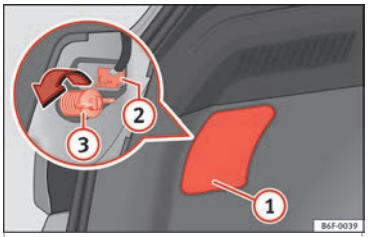
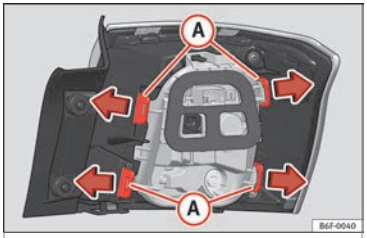

Rys. 116 W bagażniku: dostęp do śruby zabezpieczającej moduł świateł tylnych.
Rys. 117 Zaciski mocowania na tylnej stronie zespołu świateł tylnych.
3. Zdjąć osłonę, podważając ją płaskim wkrętakiem wsuniętym w szczelinę ››› **rys. 116** (1).
4. Wyjąć złącze żarówki. (2).
5. Odkręcić śrubę zabezpieczającą światło (3) ręką lub za pomocą wkrętaka.
7. Wyjąć oprawkę żarówki, odblokowując zaciski mocujące ››› **rys. 117** (A).